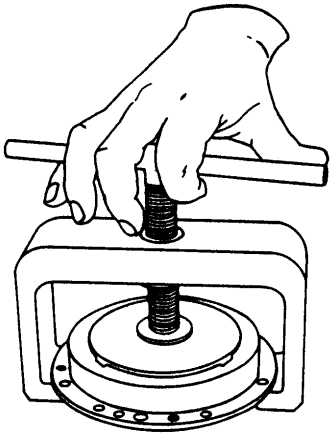

Figure 21. Removing Bearing Outer Race from Rear Bearing Cage Using 6796541 Puller
h. Remove locking key (34) and roller bearing outer race from rear bearing cage (33) using 6796541 turbine rear bearing outer race puller. (See figure 21.)